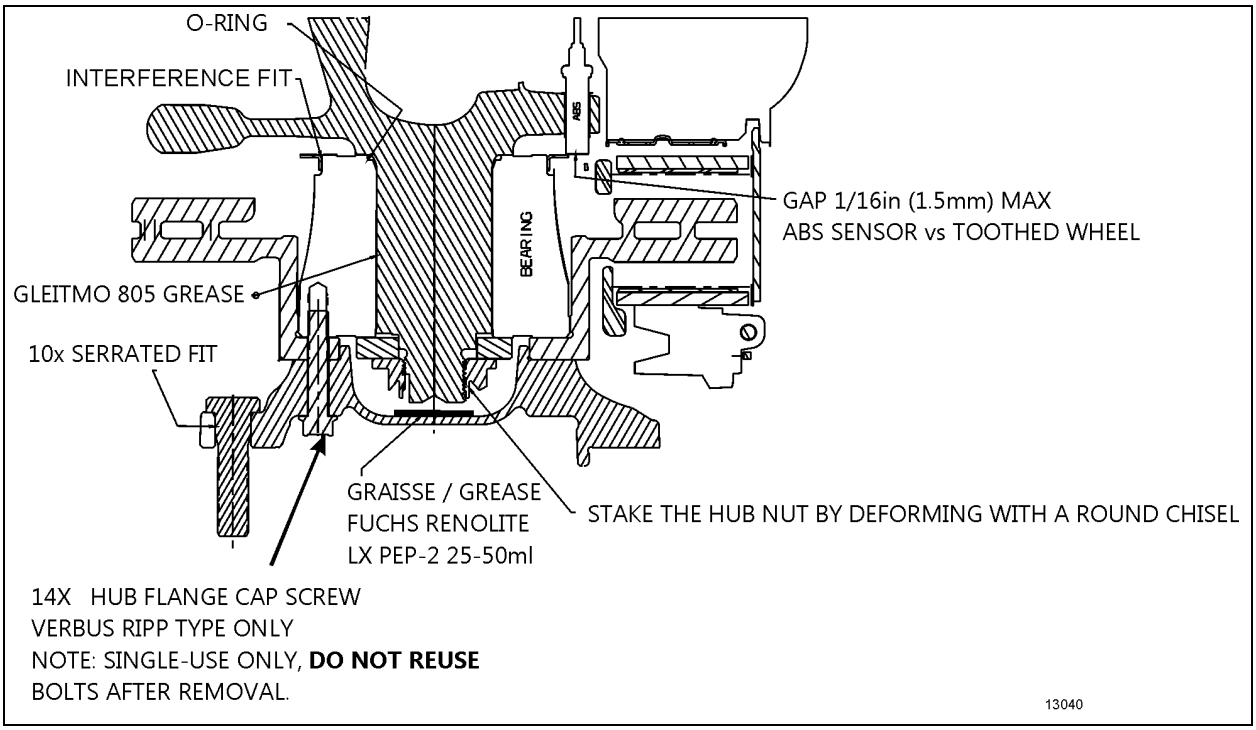

**FIGURE 8: TAG AXLE UNITIZED BEARING & WHEEL HUB**
5. Make sure the O-ring is present, see Figure 8.